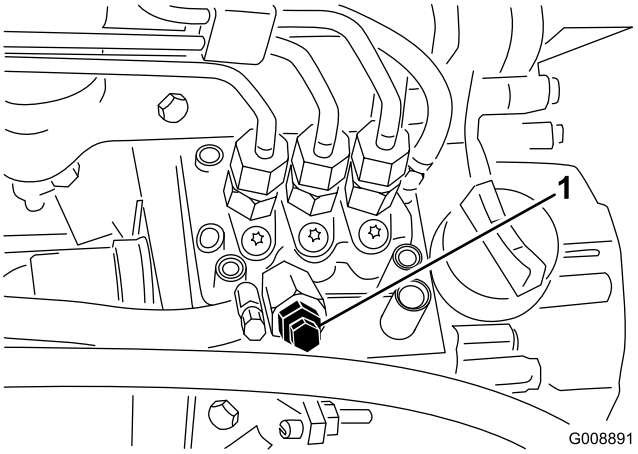

Figur 41
3. Öppna avluftarskruven på insprutningspumpen (Figur 41).